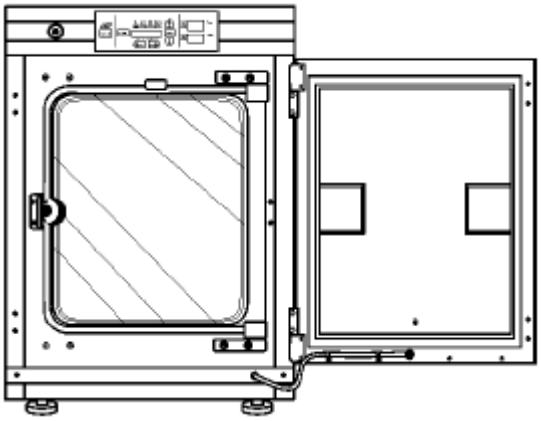

图 5-1. 门开启方向
2. 打开外门，取下其铰链销，然后将门取下。将门放置在缓冲表面，以免刮伤（见图 5-1）。